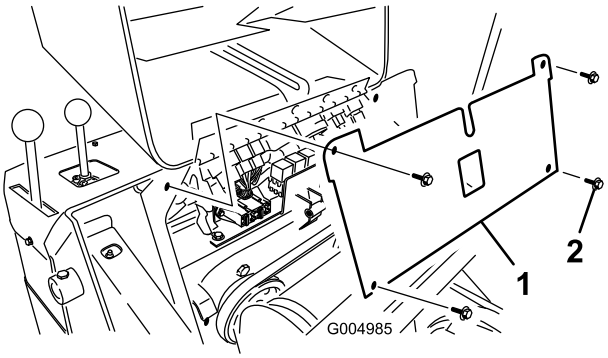

Rysunek 42
4. Odkręć 4 śruby mocujące pokrywę bezpieczników, a następnie pociągnij pokrywę do góry, aby ją zdjąć (Rysunek 42).